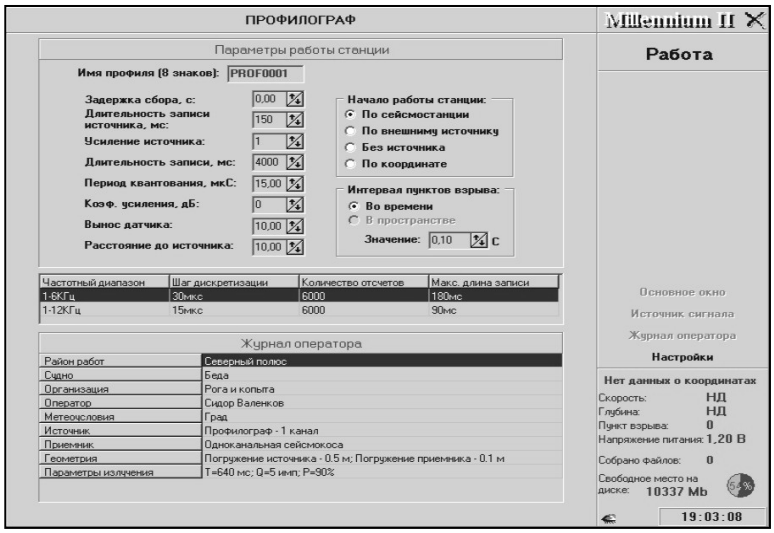

рис. 4.13
4.5.1 С помощью модуля «Профилограф» и окна задания параметров модуля (рис.4.13) осуществляются все основные операции по управлению станцией в режиме «Профилограф».